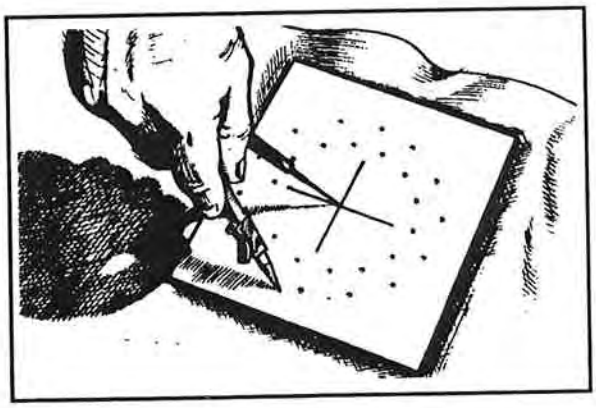

Figure 8-29. Locating a cutline
- Remove the patch material from the skin; deburr all rivet holes on patch and skin. Draw a cutline edge distance out from the second row or rivets on the patch. This can be done by setting the compass point in the center of the patch and swinging a circle around the outside rivet row (Figure 8-29).